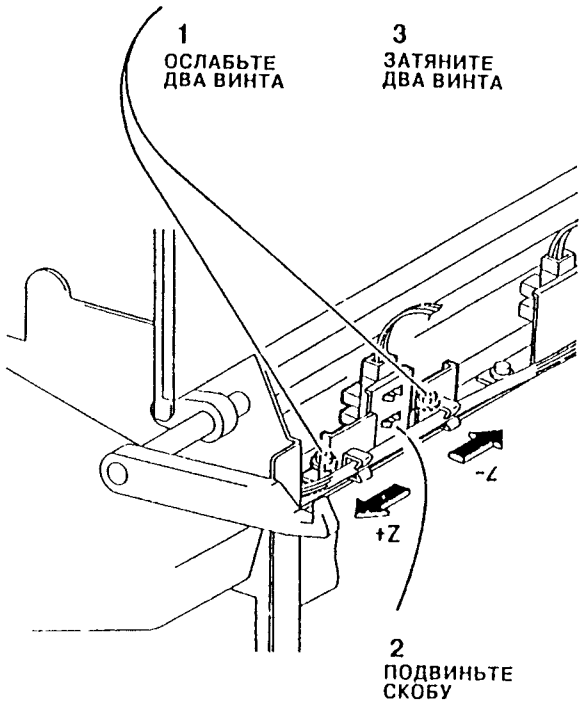

Рис. 10. Отрегулируйте скобу датчика.
3. Отрегулируйте положение скобы датчика (Рис. 10).